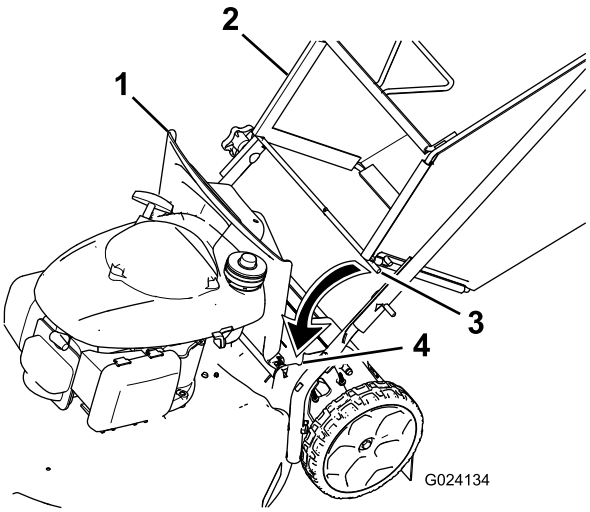

Figura 14
1. Levante el deflector trasero (Figura 14).
2. Introduzca los extremos de la varilla de la bolsa de recogida en las muescas de los soportes del manillar (Figura 14).